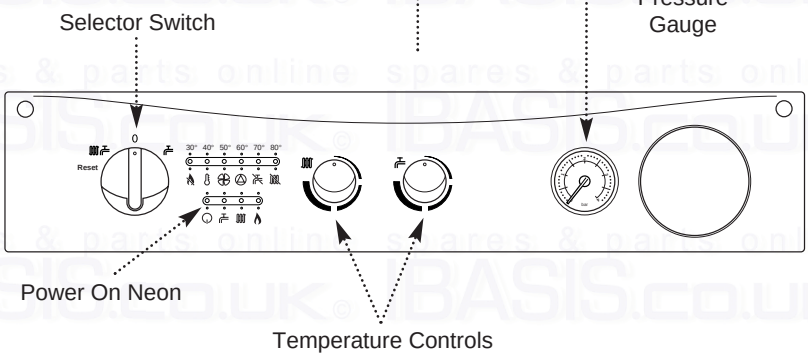

Fig. 36
2. Set the temperature controls to maximum and the selector switch to the Off position (Fig. 36).
6. Turn the selector switch to the Cental Heating and Domestic Hot Water position ( ). The power On neon ( ) will illuminate (Fig. 36).